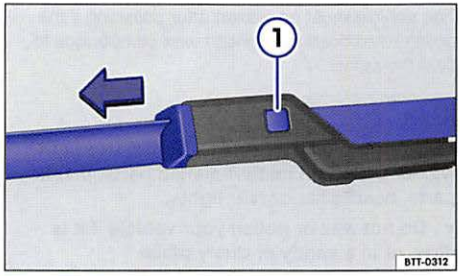

Fig. 135 Changing the windshield wiper blades.
- Press and hold the release button ⇒ fig. 135 ① and pull the wiper blade off in the direction of the arrow.